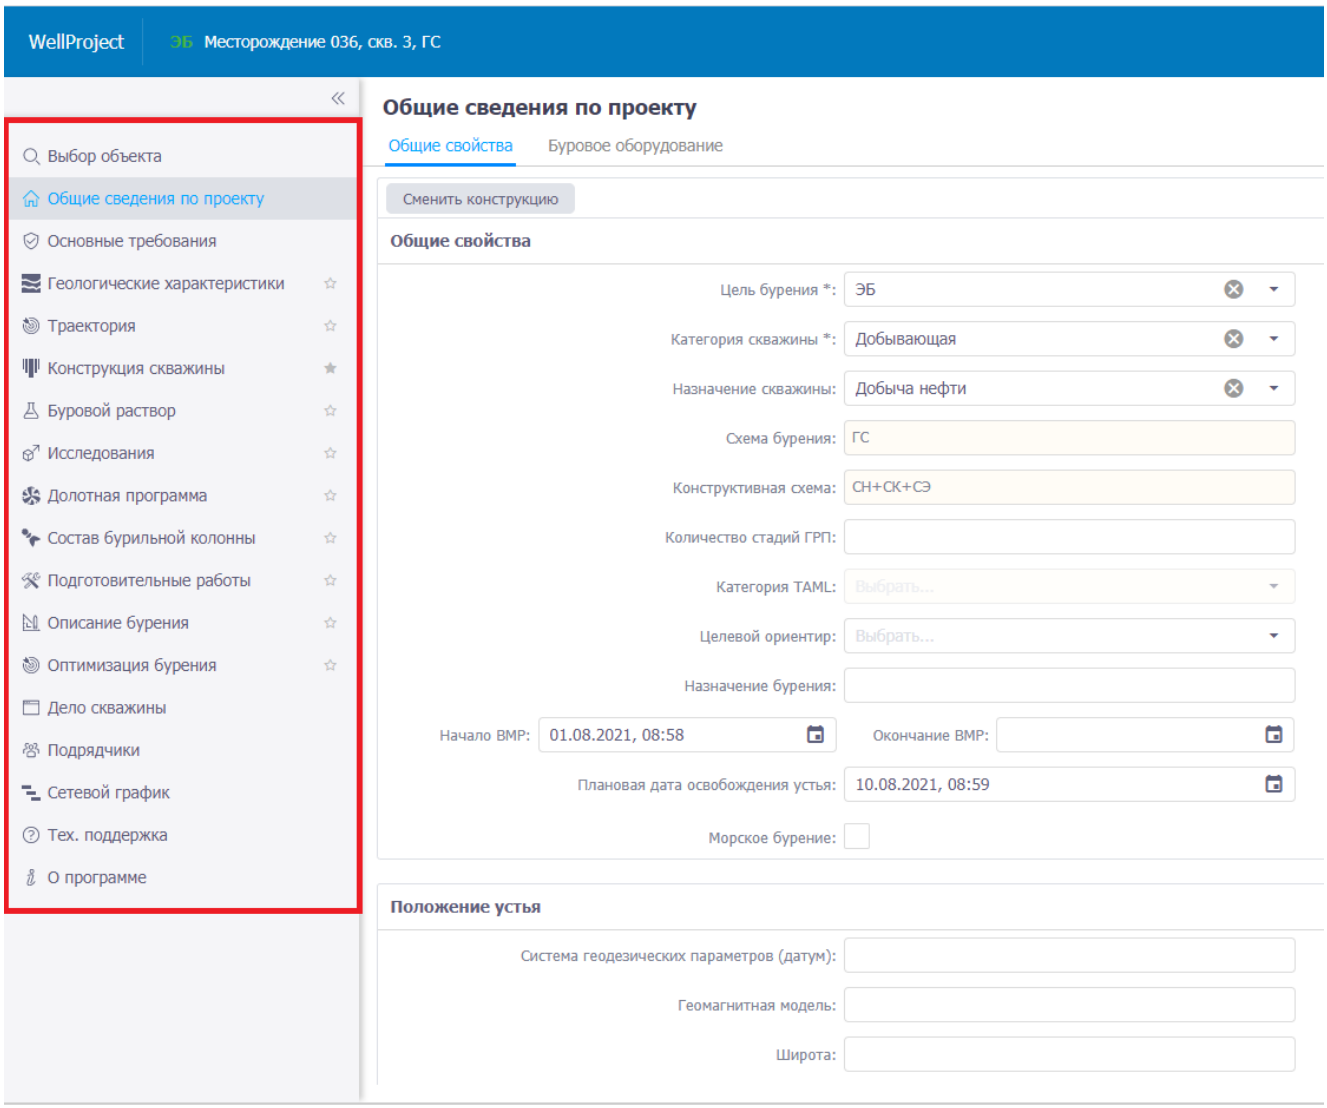

Рис. 2.8
% Рассчитать процент заполнения - рядом с названием раздела появится звездочка. Если данные в разделе есть, то будет отображаться ★, если данных нет – то ☆ (рис. 2.8);
2. ПАНЕЛЬ РАЗДЕЛОВ - содержит вкладки разделов, управляющих работой приложения. Разделы приложения становятся активны (рис. 2.8) после выбора скважины. Щелчок мыши по названию раздела осуществляет переход в его рабочую область. Полный список разделов становится доступен после выбора скважины. Краткое описание назначения разделов представлено в